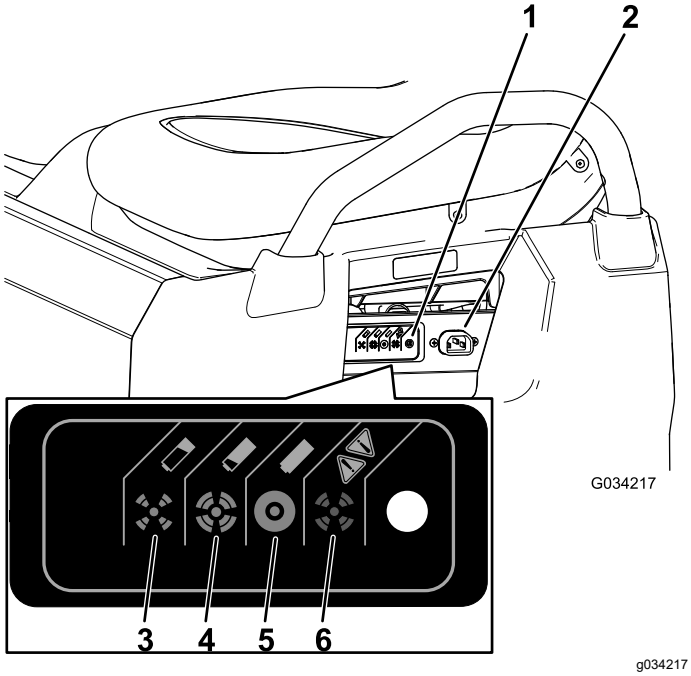

Figuur 39
3. Sluit een **laadsnoer van minstens 1,6 mm dik (16 gauge) en met een lengte van 2,5 m of minder** aan op het oplaadcontact van de machine (Figuur 39).
Raadpleeg de volgende tabel en Figuur 39 om de betekenis te achterhalen van de diverse kleuren van het laadstatuslicht.